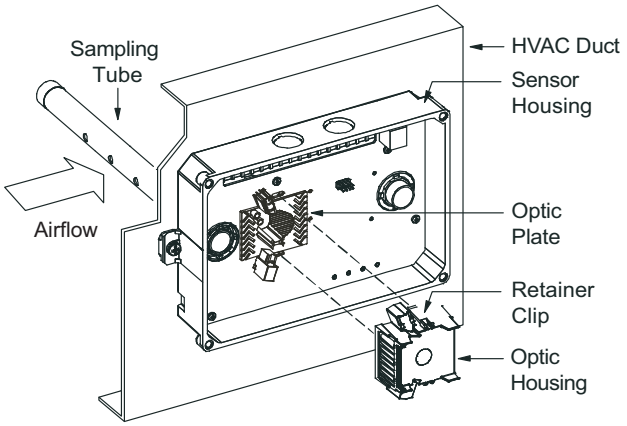

**Fig. 39 — Sensor Cleaning Diagram**
1. Disconnect power from the duct detector then remove the sensor's cover (see Fig. 39).